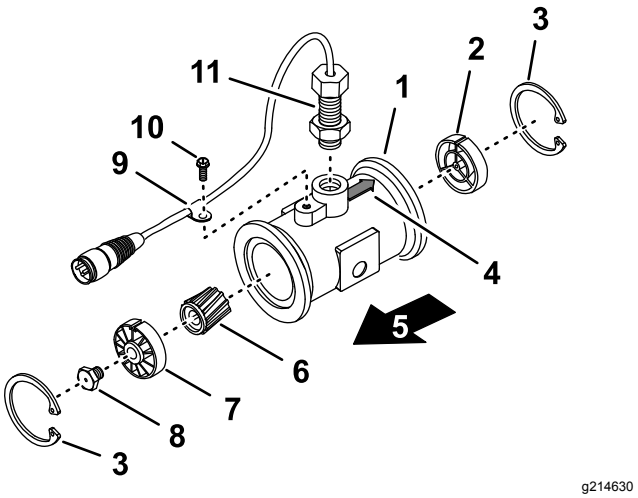

Figur 111
3. Ta bort fästringen på uppströmssidan (Figur 111).